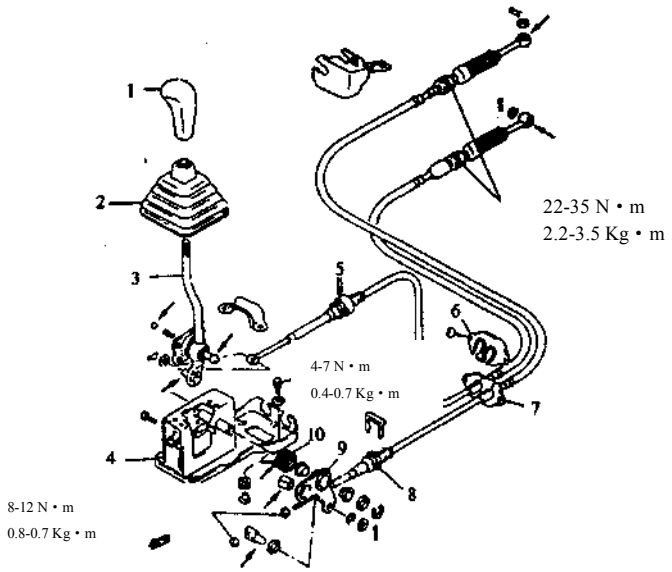
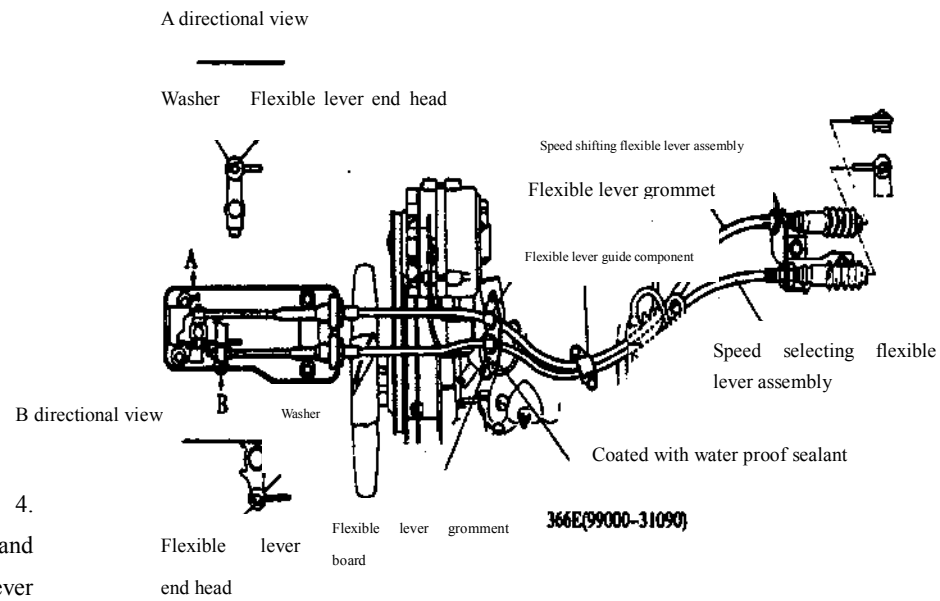

Fig.3.2-4
Fig.3.2-5
The installation position shall not be mixed when install the speed shifting flexible lever and speed selecting flexible lever to the transmission control lever or speed operating flexible lever. Please refer to Fig.3.2-4 and Fig.3.2-5 to ensure correct joint. Check whether the operation lever cans flexibly selecting and shifting gears after the completion of installing all the components.
• Each lubricating part listed in Fig.3.2-4 must be checked before adjustment to ensure adequate lubrication and there exists no wearing on the lining and other components. Maintenance shall be made based on particular conditions.